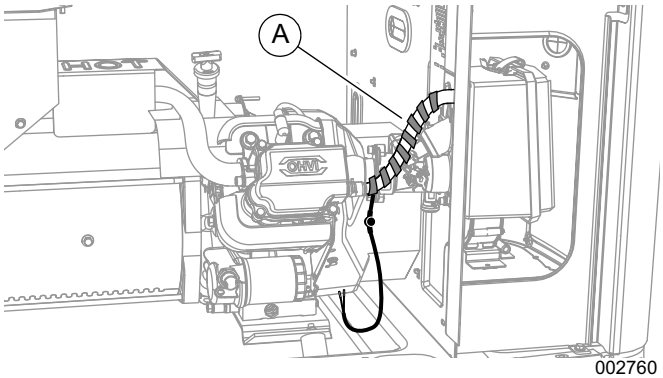

Figure 3. Wrapping the Breather Hose (400 Series)
1. See ***Figure 3***. Wrap breather heater (A) around breather hose, evenly spaced as shown, with lead wires at the bottom. Wrap breather heater and hose with silicone tape (provided) to secure heater.